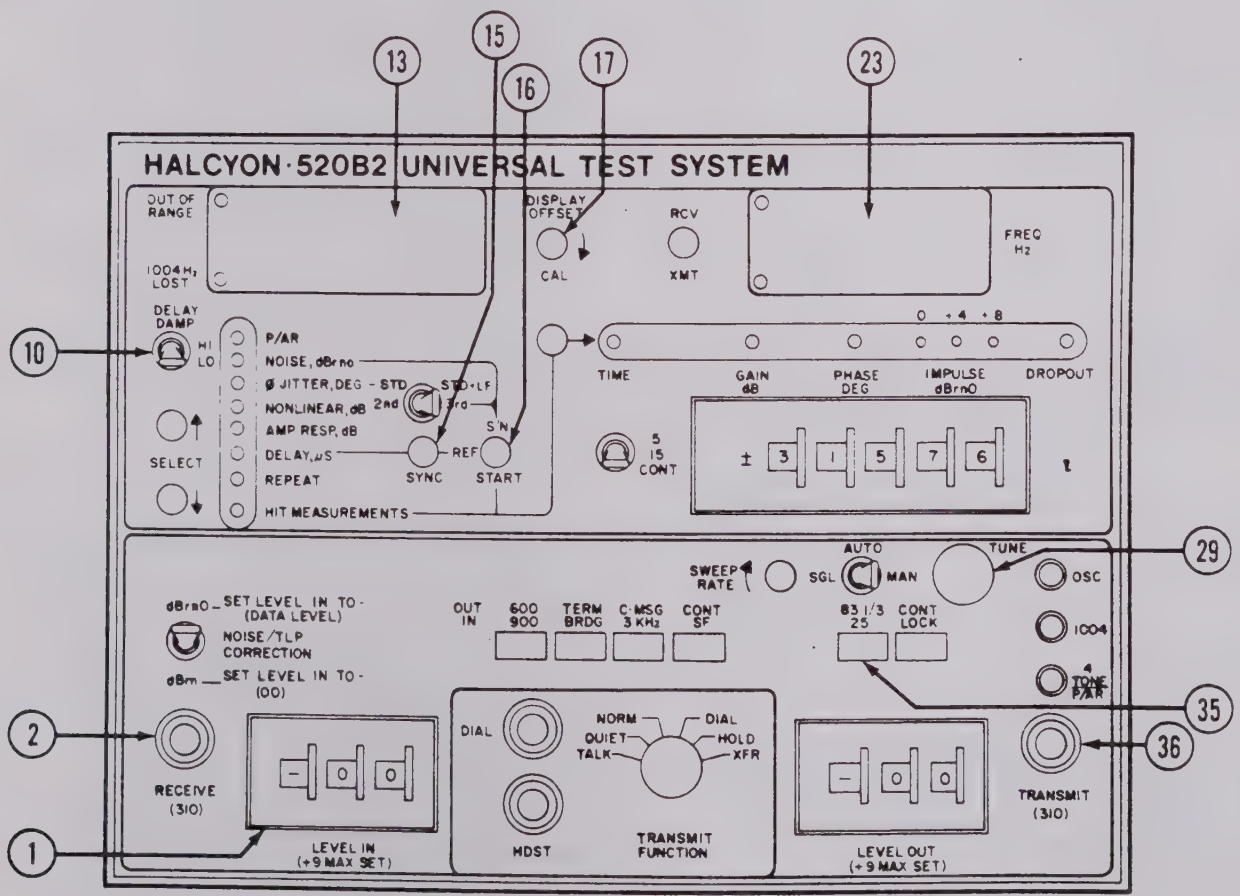

Figure 3-3. AMP RESP, DELAY, and REPEAT Mode Selection Controls
(5) AMP RESP. (See figure 3-3.) In this mode, the variable-frequency oscillator is activated and applied to the TRANSMIT output jack (36). The measurement circuitry is configured as a flat level meter. Measurement is made and displayed (13) to a resolution of 0.1 dB relative to the setting of the LEVEL IN attenuator (1).
(6) DELAY. (See figure 3-3.) In this mode, the variable-frequency oscillator is activated as the transmitter output, with the signal being 50-percent amplitude modulated. The modulation frequency is 25 Hz or 83-1/3 Hz, depending upon the position of pushbutton switch (35). After transmission over the circuit under test, the phase of the demodulated 25 Hz or 83-1/3 Hz envelope of the received signal is compared to the phase of the internal modulation reference. The relative phase difference between these two signals is measured and the results displayed (13) to the nearest microsecond.
(7) REPEAT. (See figure 3-3.) In this mode, the variable-frequency oscillator is activated as the transmitter output. If the signal applied to the RECEIVE jack (2) is amplitude modulated by either 25 Hz or 83-1/3 Hz, the modulation envelope is extracted and used to modulate the transmitter output signal. If the RECEIVE input signal is an unmodulated single-frequency tone, its relative received level is used to control the relative level of the transmitter output. The proper application of these two modes of repeat operation makes it possible to perform far-end to near-end and near-end to far-end delay distortion and frequency-response measurements, with measurement readout for both directions of transmission being provided at the companion test system at the other end of the circuit under test. When operated in the repeat mode, the primary display (13) functions only as a level measurement readout for the signal applied to the RECEIVE jack. The FREQ Hz display (23) may be used to monitor the frequency of either the input or output signal.